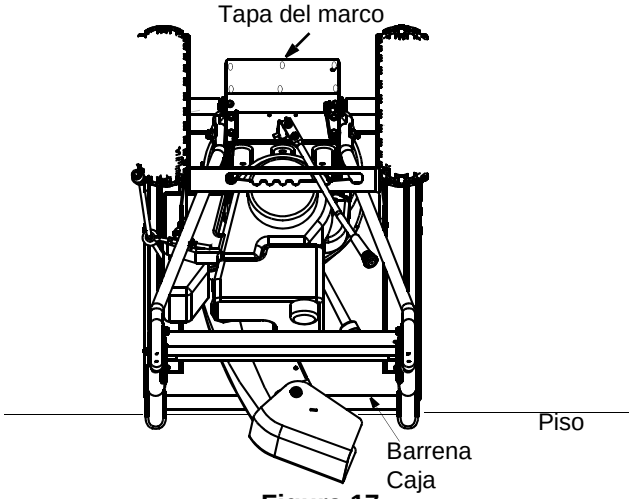

Figura 17
2. Incline la máquina quitanieve hacia arriba y hacia adelante de manera que quede apoyada sobre la caja. Ver Figura 17. Saque los seis tornillos autoroscantes de la cubierta del marco ubicada debajo de la máquina quitanieve.
1. Drene gasolina y aceite del motor de la máquina quitanieve. Ubique una película plástica debajo de la tapa del gasolina si la máquina quitanieve ya ha sido operada. Incline la máquina quitanieve de manera que quede apoyada sobre la caja de la barrena. Ver Figura 17.
2. Saque el marco ubicado debajo de la máquina quitanieve quitando los seis tornillos autoroscantes. Para la ubicación de las tapas de los marcos, consulte Figura 17.